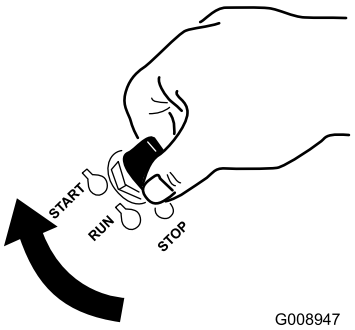

Figur 14
1. Vrid tändningsnyckeln till startläget (Figur 14). Släpp nyckeln när motorn startar.
7. Vrid tändningsnyckeln till startläget (Figur 14). Släpp nyckeln när motorn startar.